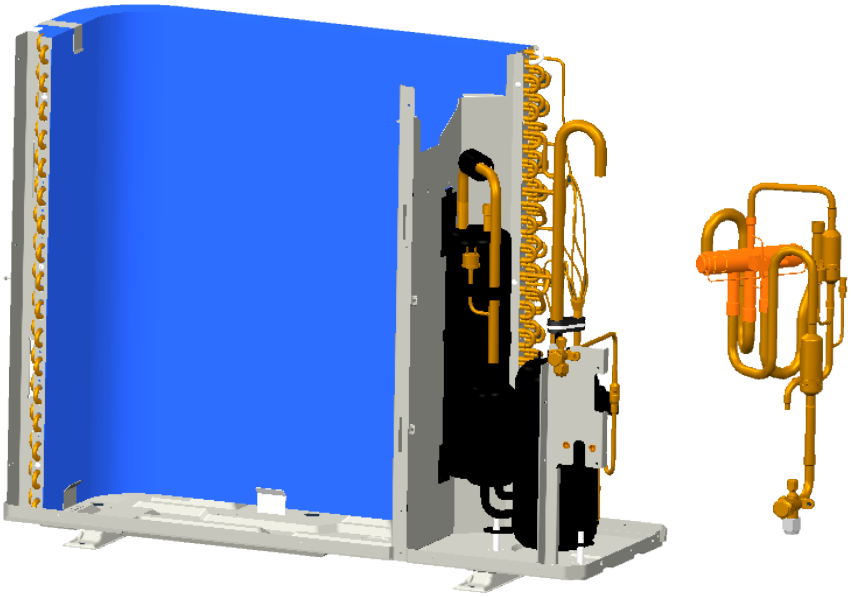

Fig.12
①. Remove gas valve
- Welding out the pipe connected to the gas valve [**See Fig.12**]